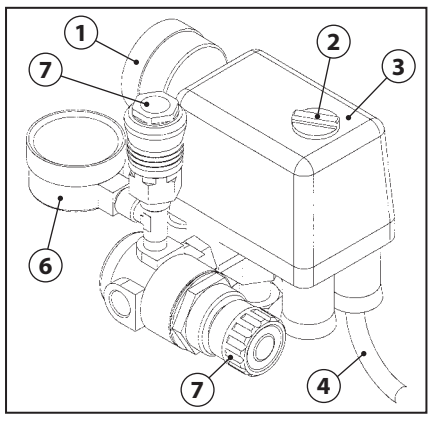

Fig. 4
1) Brancher la machine au réseau d'alimentation électrique en introduisant la fiche du câble d'alimentation électrique **(Fig. 4 - Réf. 4)** dans la prise appropriée.
2) Allumer la machine par l'interrupteur "ON-OFF" **(Fig. 4 - Réf. 2)** en pos. "ON" (I) (la machine fonctionne jusqu'à rejoindre la pression max. d'exercice de 9 bars et par la suite elle s'arrête automatiquement).
3) Réglez la pression en sortie par le régulateur approprié **(Fig. 4 - Réf. 5)**, sur la base de l'outil employé et le type d'usinage. Contrôlez la pression dans le manomètre approprié **(Fig. 4 - Réf. 6)**.
1) Eteindre la machine par l'interrupteur "ON-OFF" **(Fig. 4 - Réf. 2)** en pos. "OFF (0)".
2) Débrancher la machine du réseau d'alimentation électrique en débranchant la fiche du câble d'alimentation **(Fig. 4 - Réf. 4)** électrique de la prise d'alimentation et positionnez-le près de la machine.
4) Déconnecter le tuyau de l'air (rallonge) du robinet rapide de sortie de l'air **(Fig. 4 - Réf. 7)** de la machine.
L'arrêt d'émergence de la machine peut être fait en portant en pos. "OFF (0)" l'interrupteur "ON (I) -OFF (0)" **(Fig. 4 - Réf. 2)**. Pour éviter des situations de danger imminent ou à proximité, les opérateurs agréés sont tenus d'exécuter les suivantes opérations:
1) PORTER IMMEDIATEMENT EN POS. "OFF (0)" L'INTERRUPTEUR "ON (I) - OFF (0)" (Fig. 4 - Réf. 2).